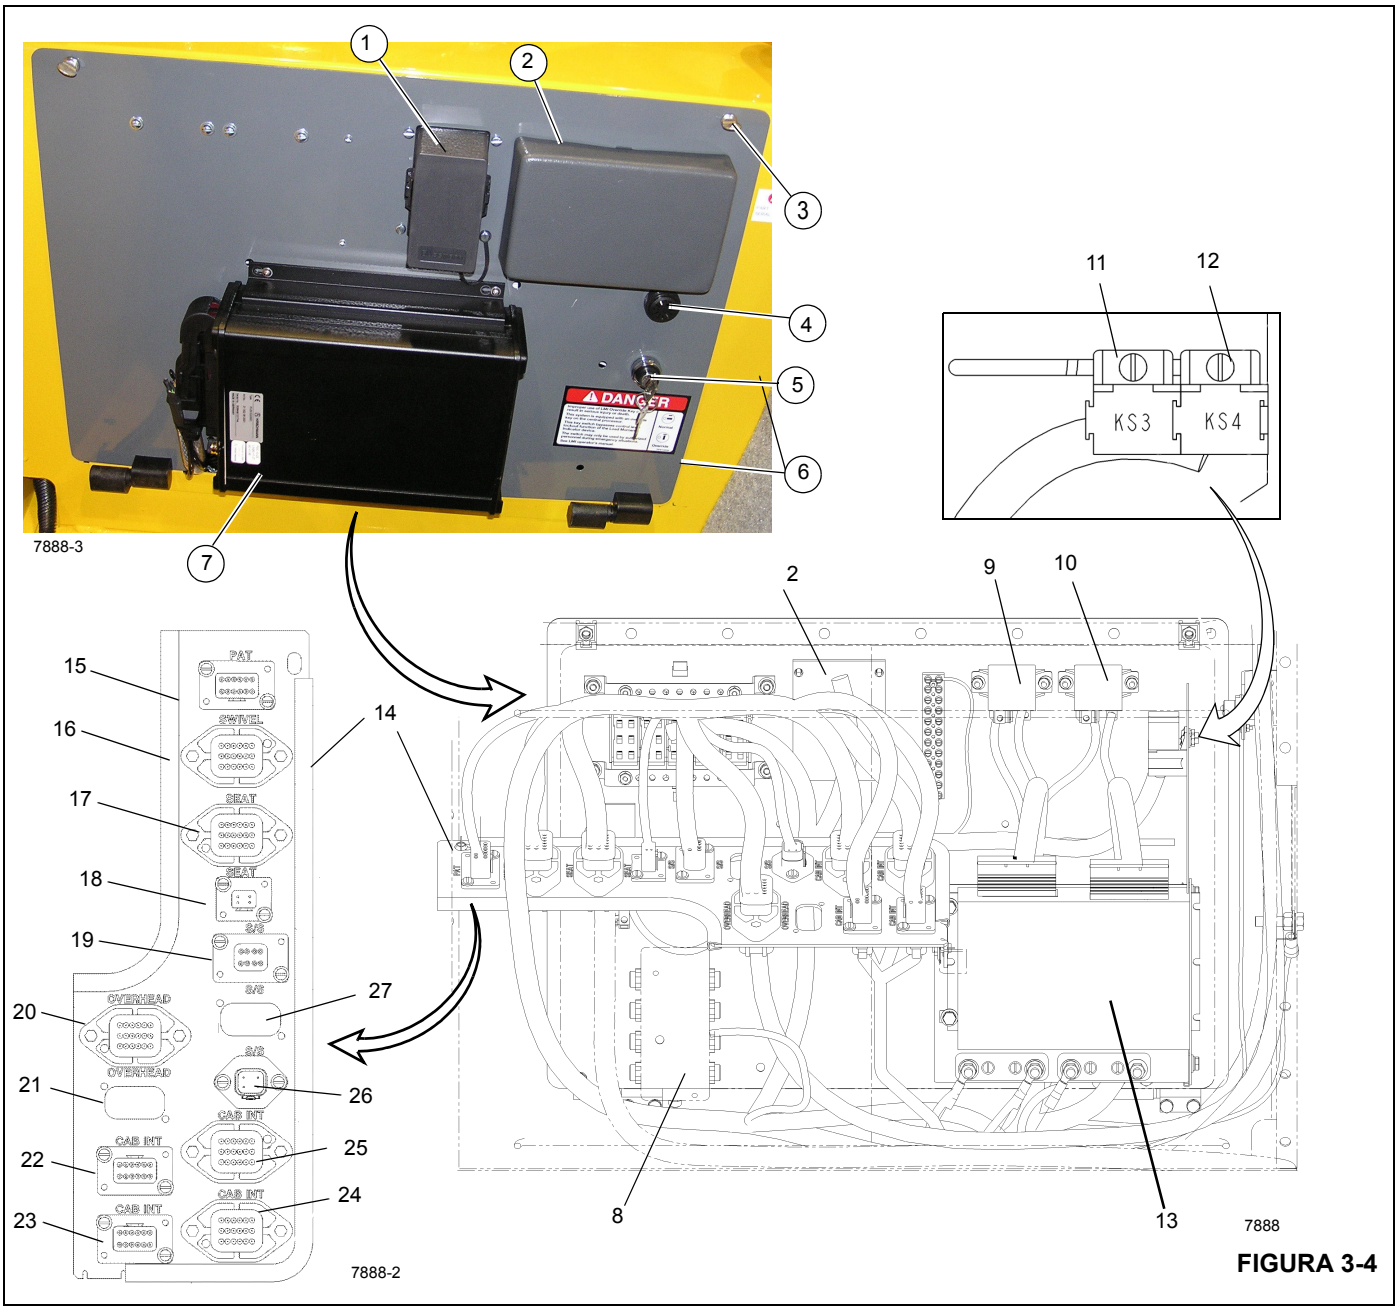

FIGURA 3-4
O painel elétrico da cabine (6) (Figura 3-4) contém os relés da cabine e da superestrutura, a caixa de fusíveis, o anteparo do conector do chicote elétrico, o módulo RCL, a chave de cancelamento do RCL e a campainha de alarme de pulso rápido. Ele está localizado dentro da cabine do guindaste, atrás do assento do operador. O acesso à parte traseira do painel é feito removendo-se os dois parafusos (3) (Figura 3-4) que prendem a tampa do painel.
Os dois relés dos acessórios (9, 10) (Figura 3-4) atrás do painel elétrico da cabine controlam a alimentação dos fusíveis 9 a 20 na caixa de fusíveis. As bobinas dos relés dos acessórios são energizadas quando a chave de ignição está na posição de funcionamento ou ACC (acessório).
A caixa de fusíveis (2) (Figura 3-4) no painel elétrico da cabine contém vinte fusíveis. Os fusíveis 1 a 5 são energizados quando a bateria está conectada. Quando a bateria está conectada e a chave de ignição está na posição de funcionamento, os fusíveis 6 a 8 são energizados. Se a chave de ignição está na posição ACC, o fusível 8 será energizado enquanto os fusíveis 6 e 7 permanecem desenergizados. Os fusíveis 9 a 12 são energizados através do relé de ACC Nº 1 e os fusíveis 13 a 20 são energizados pelo relé de ACC Nº 2.
Números dos itens da Figura 3-4